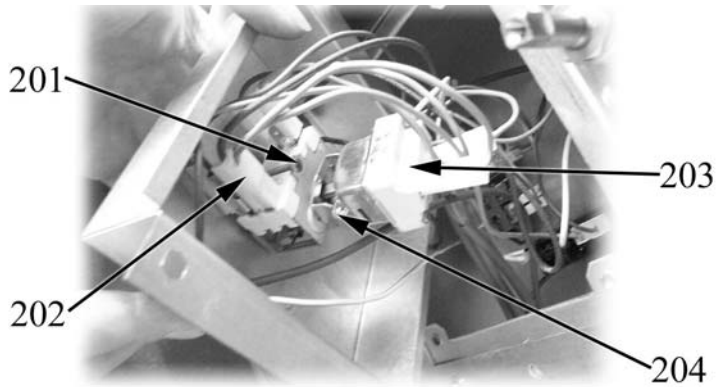

Fig. 20
- disconnect electrical connections from the switch (item 202 in Fig. 20);
- using a pair of pliers, straighten the tongues of the thermostat-switch assembly coupling bracket (item 204 in Fig. 20) to separate the components;